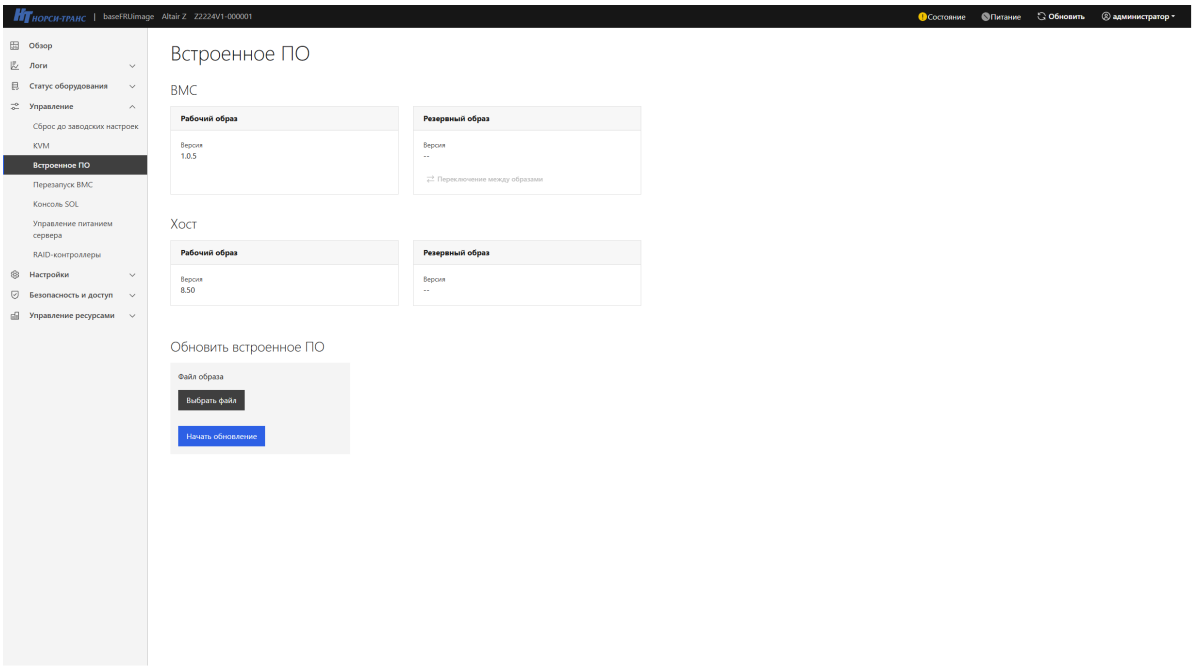

Рис. 86. Окно «Встроенное ПО»
2) Пройдите во вкладку «Управление» → «Встроенное ПО». Окно показано на рис. 86 Окно «Встроенное ПО»